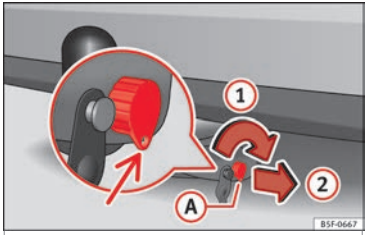
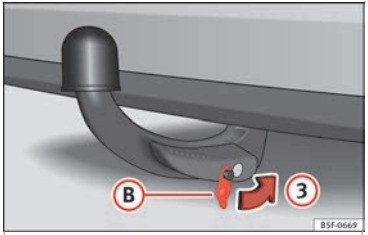

Fig. 218 Bloquear cerradura
Fig. 219 Colocar la tapa sobre la cerradura
- Gire la llave (A) en el sentido de la flecha (1) hasta que la parte agujereada de la llave llegue a su posición inferior »» **fig. 218**.
- Extraiga la llave en el sentido de la flecha (2).
- Coloque la tapa (B) en la cerradura en el sentido de la flecha (3) »» **fig. 219** »» ❗.